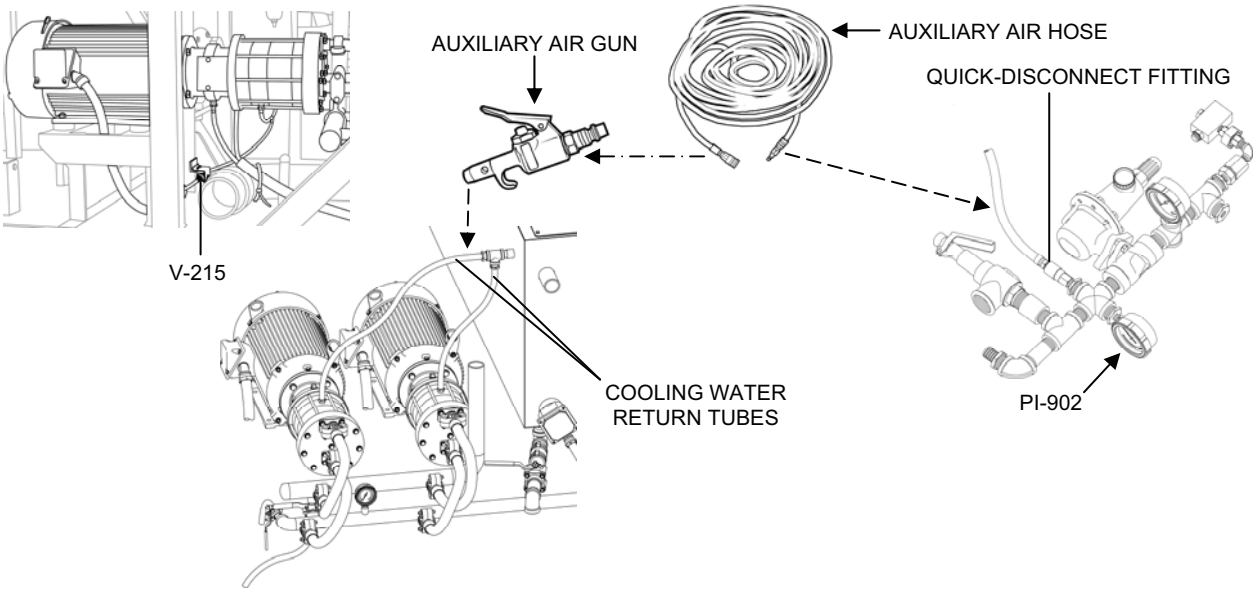

Figure 9. High Pressure Pump Drain Valve and Cooling Water Return Tubes.
g. Blow the water out of the HP pumps as follows (Figure 9):